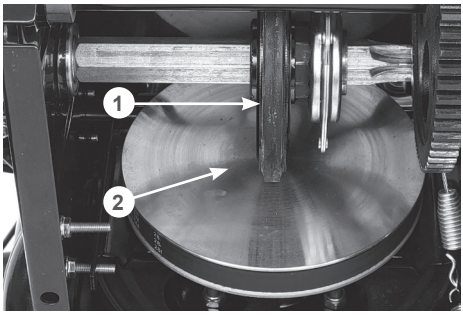

Рис. 18 Проверка нейтрального положения фрикционного колеса
- проверьте положение фрикционного колеса 1 относительно ведущего диска 2 (Рис. 18). Плоскость вращения фрикционного колеса 1 должна находиться точно по центру (оси вращения) ведущего диска 2 (Рис. 18);